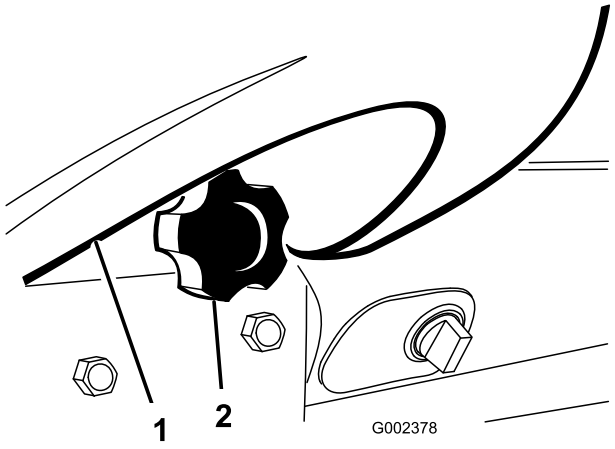

Figur 29
2. Løsn knappen, der fastgør kopholderen på instrumentbrættet (Figur 29). Tag kopholderen af instrumentbrættet.